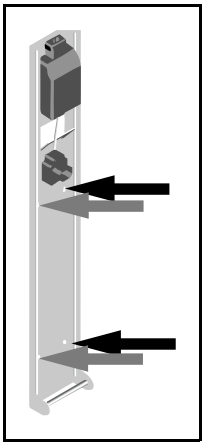

Rys. 1
3) Przyłożyć ładowarkę do ściany, założyć i dokręcić wkręty, patrz Rys. 1.